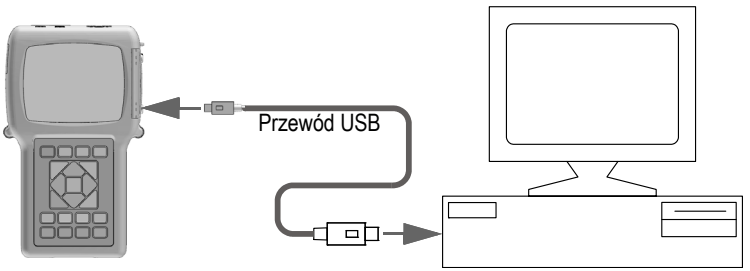

Rysunek 14-2 Podłączanie przyrządu 39DL PLUS do komputera
9. Podłącz jeden koniec przewodu USB do złącza USB klienta pod klapką we/wy przyrządu 39DL PLUS, a drugi koniec do portu USB komputera (patrz Rysunek 14-2 na stronie 285).